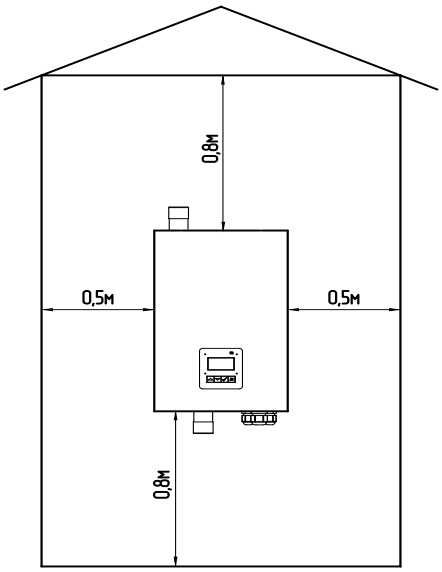

Рис.4 Схема установки котла
6.2. При монтаже котла необходимо выдерживать минимальные расстояния до стен, пола и потолка, указанных на Рис.4. Расстояния необходимо соблюдать для удобства эксплуатации и сервисного обслуживания.